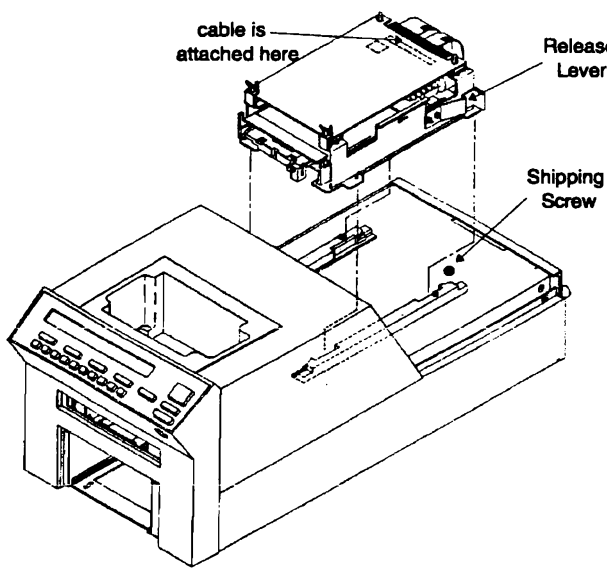

Figure 9.2: 8000ST Copy Drive
3. If this is the first time you are removing the drive from your system, there may be a shipping screw in place, as shown in Figure 9.2. Remove the shipping screw with a 10/32" Allen wrench. Save the shipping screw with your other packing materials in case you need to ship the 8000ST.
4. Unplug the 50-pin cable from the edge of the circuit board on top of the Copy Drive (See Figure 9.2).
8. Attach the cable to the Copy Drive board as shown in Figure 9.2, with no twists in the cable.